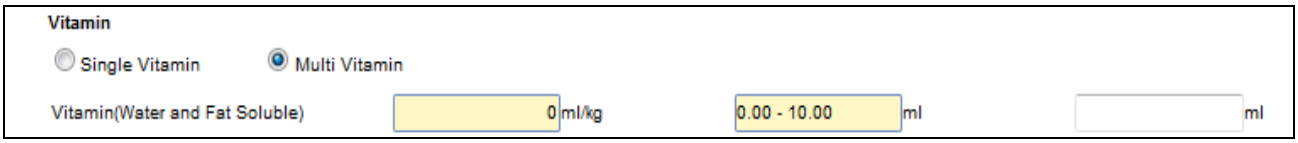

Figure 4.5-4 Multi Vitamin
- *If user select Multi Vitamin radio button; Vitamin(Water and Fat Soluble) field will automatically display by system as per Figure 4.5-4.*